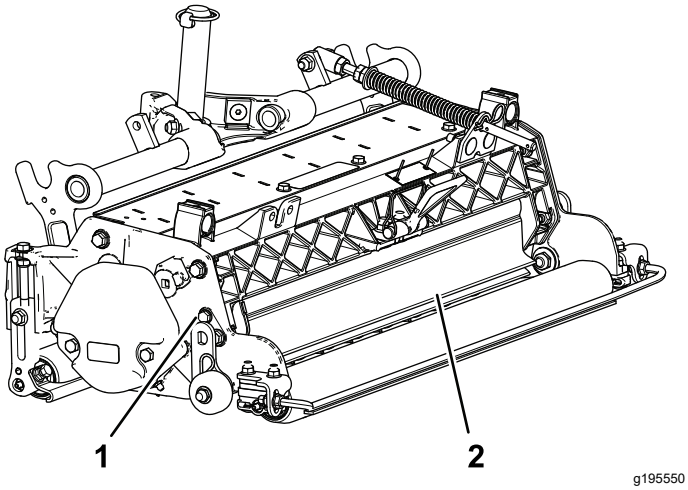

Figure 9
1. Loosen the bolts on the pivot of the grass shield (Figure 9).
2. Rotate the grass shield to the desired setting, and tighten the bolts (Figure 9).